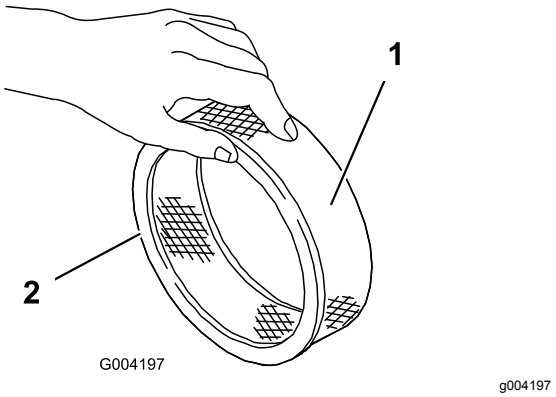

Figur 43
5. Undersøk om papirfilteret har skader, et oljet belegg eller om gummitetningen er skadet (Figur 43).
1. Skyv skumforfilteret forsiktig på papirfilteret (Figur 43).